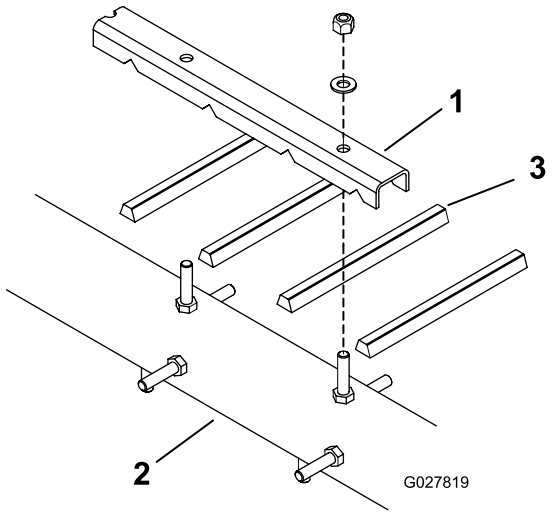
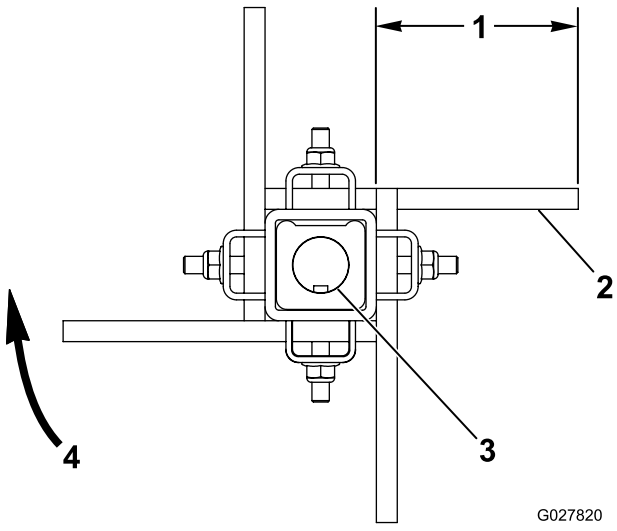

Figur 11
Figur 12
1. Løsne mutrene og skivene som fester fingerklemlistene til rotoren (Figur 11 og Figur 12).
3. Installer de nye remfingrene (Figur 11 og Figur 12). Remfingrene stikker ca. 10 cm ut fra fingerklemlistene.